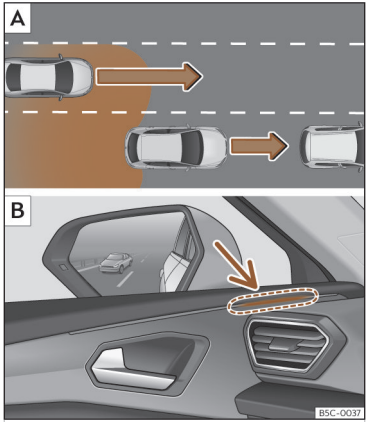

Fig. 144 Representación esquemática: A Adelantamiento con tráfico en la parte trasera. B Indicación del asistente de cambio de carril en el lado izquierdo.
En las siguientes situaciones se muestra una indicación en el testigo de control ››› **fig. 144** B (flecha) o ››› **fig. 145** B (flecha):
- Cuando se es adelantado por otro vehículo ››› **fig. 144** A.